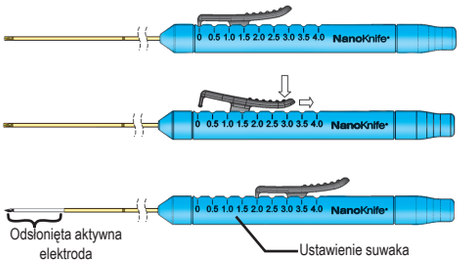

Rysunek 6: Regulacja odsłonięcia elektrody
13. Sprawdzić długość odsłoniętej części elektrody oznaczonej przez suwak regulowany kciukiem na uchwycie (patrz Rysunek 6).